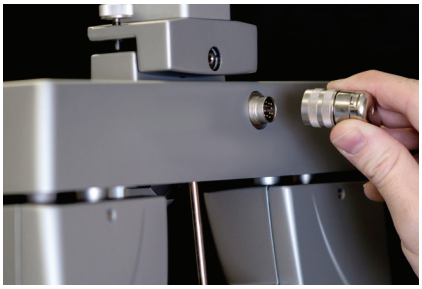

Figure IS-03, Phoroptor Cable
1. Align the pins in the Phoroptor Cable with the Phoroptor head. Refer to figure IS-03.